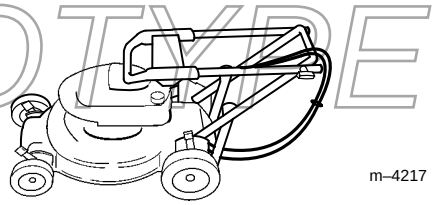

Abbildung 28
2. Die obere Griffstange vorsichtig nach vorne schwenken, bis sie auf dem Motor aufliegt (Abb. 28).